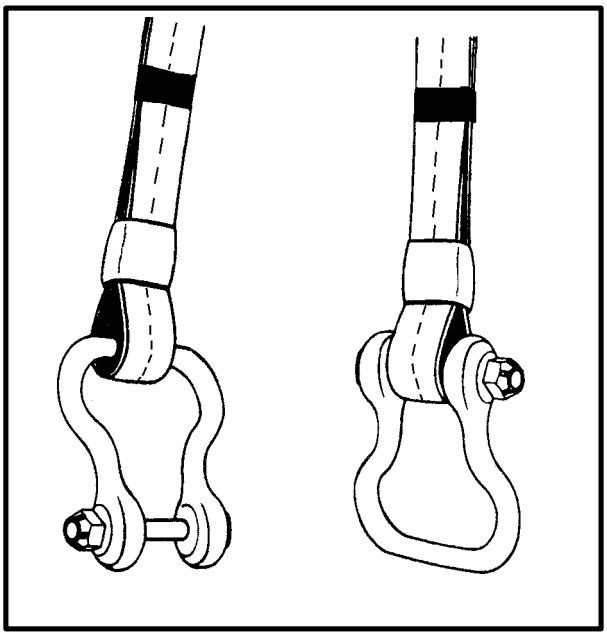

*Figure 6-31. Sling-to-Clevis Attachment (Vertical Hitch)*
**(1)** The most common form of load attachment is the sling-to-clevis (vertical hitch) attachment shown in Figure 6-31. This method is preferred because it is the quickest and easiest to remove.